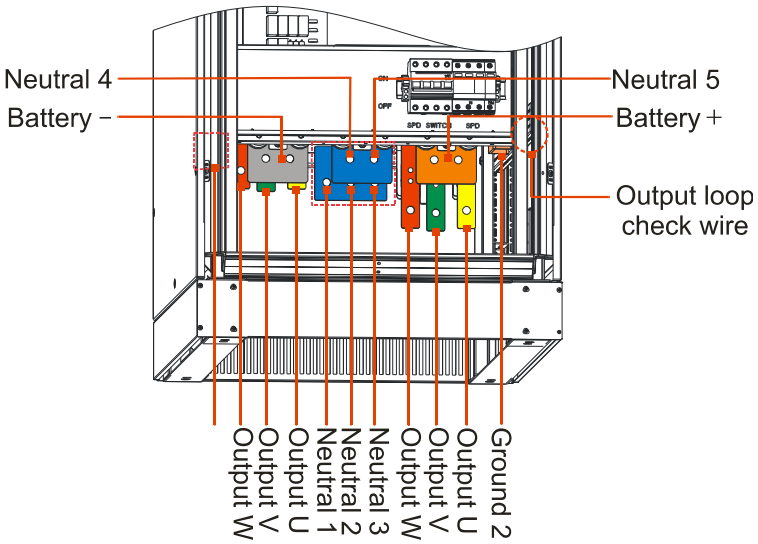

Рис. 3.16 Шины для подключения кабелей
Step 2 Подключите входной, выходной кабели и кабель АКБ в шинам в соответствии с Рис. 3.16, затем затяните болты.